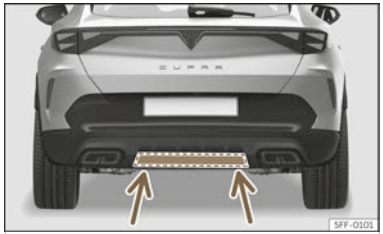

Fig. 87 Detection area.
6. If the rear lid fails to open, repeat the procedure after a few seconds. You may not have reached the detection zone ››› Fig. 87.